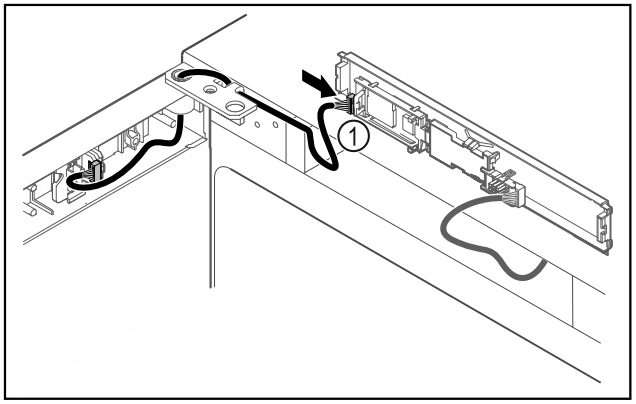

*Fig. 40*
▶ Introduceți fișa *Fig. 40 (1)* la placa electronică.